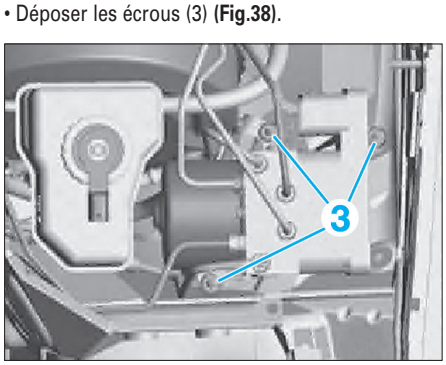

Fig. 38
• Déposer les écrous (3) **(Fig.38)**.